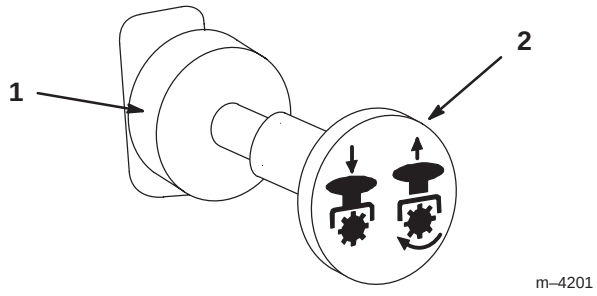

Figure 19
3. Tirez sur la commande de prise de force (PdF) pour l'embrayer (Fig. 19).
1. Repoussez la commande de PdF pour la débrayer (Fig. 19).